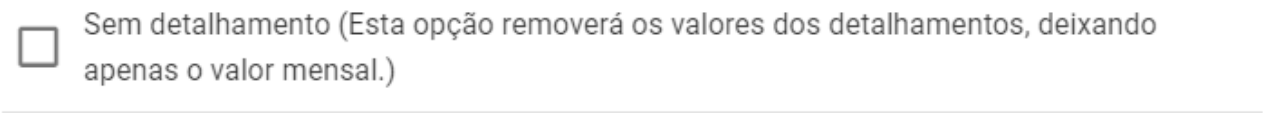

Figura 254: Sem Detalhamento
* **Sem Detalhamento (Figura 254):** Ao marcar esta caixa de seleção, o sistema removerá todos os valores existentes no painel de detalhamento para os meses selecionados, aplicando o ajuste exclusivamente no valor mensal total.